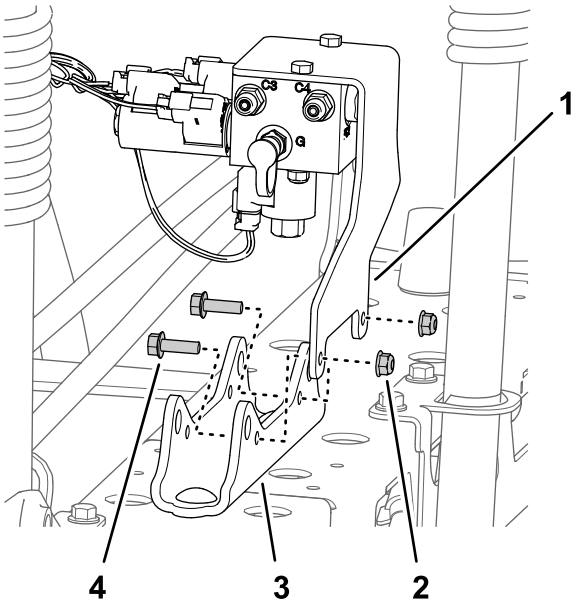

Figur 43
- **For maskiner uden det valgfri ultrasoniske bomnivelleringssæt:** Fjern de 2 flangelåsemøtrikker (5/16 tomme) og 2 flangehovedbolte (5/16 x 1 tomme), der fastgør sektionløftemanifoldens støttebeslag til cylinderbeslaget, og adskil manifolden og beslaget fra cylinderbeslaget (Figur 43).